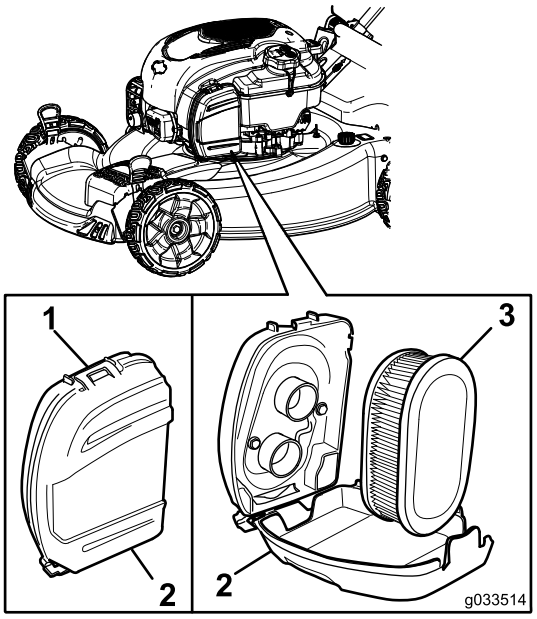

Figur 31
1. Öppna klämman överst på luftfilterkåpan (Figur 31).
2. Ta bort luftfiltret (Figur 31).